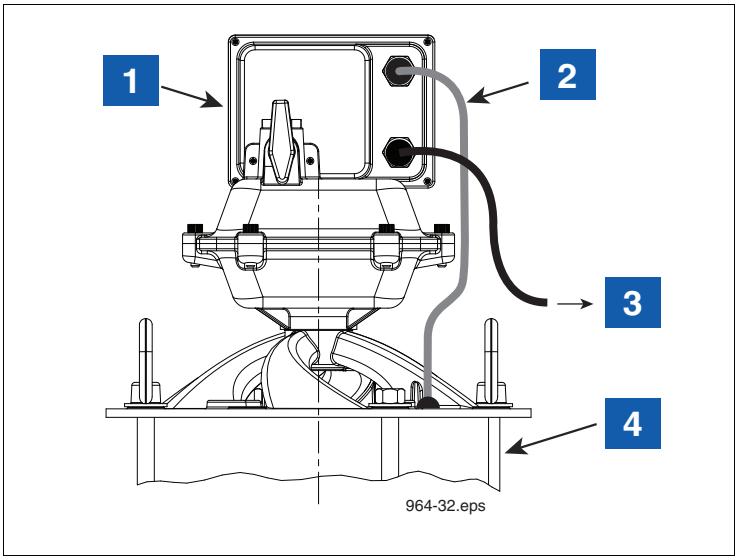

Figure 17. Attaching transmitter cable to CCVP vapor valve
9. Attach the connector end of the CCVP cable to the Carbon Canister’s Vapor Valve connector (see Figure 17).
LEGEND FOR NUMBERED BOXES IN Figure 17